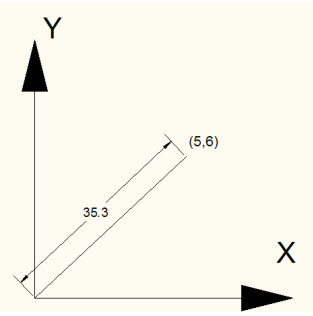

Fig. 2.2 Introducerea unui punct prin coordonate carteziene.
1) coordonate carteziene prin care se inroduc coordonatele x,y ale punctului separate prin virgulă (fig. 2.2);